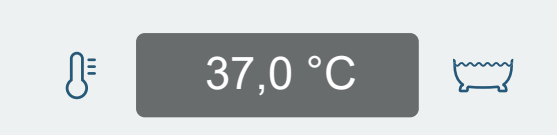

Afbeelding 46
9. Controleer de temperatuur van het douchewater op het temperatuurdisplay. Afbeelding 46.